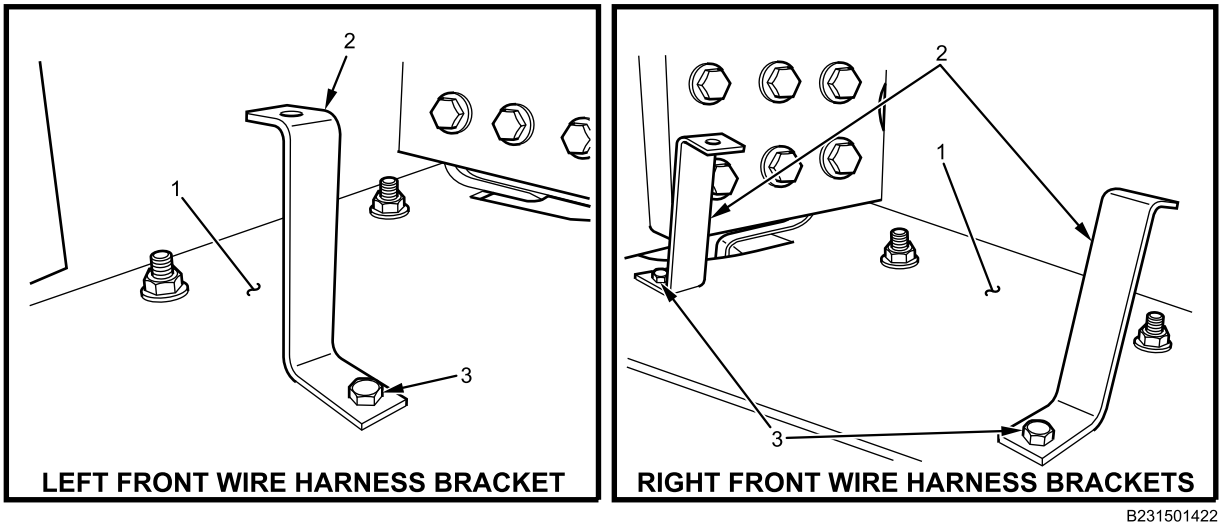

Figure 6. Wire Harness Supports.
14. Remove three bolts (Figure 6, Item 3) and nuts from three wire harness supports (Figure 6, Item 2).
15. Remove three wire harness supports (Figure 6, Item 2) from front bumper lower braces (Figure 6, Item 1).